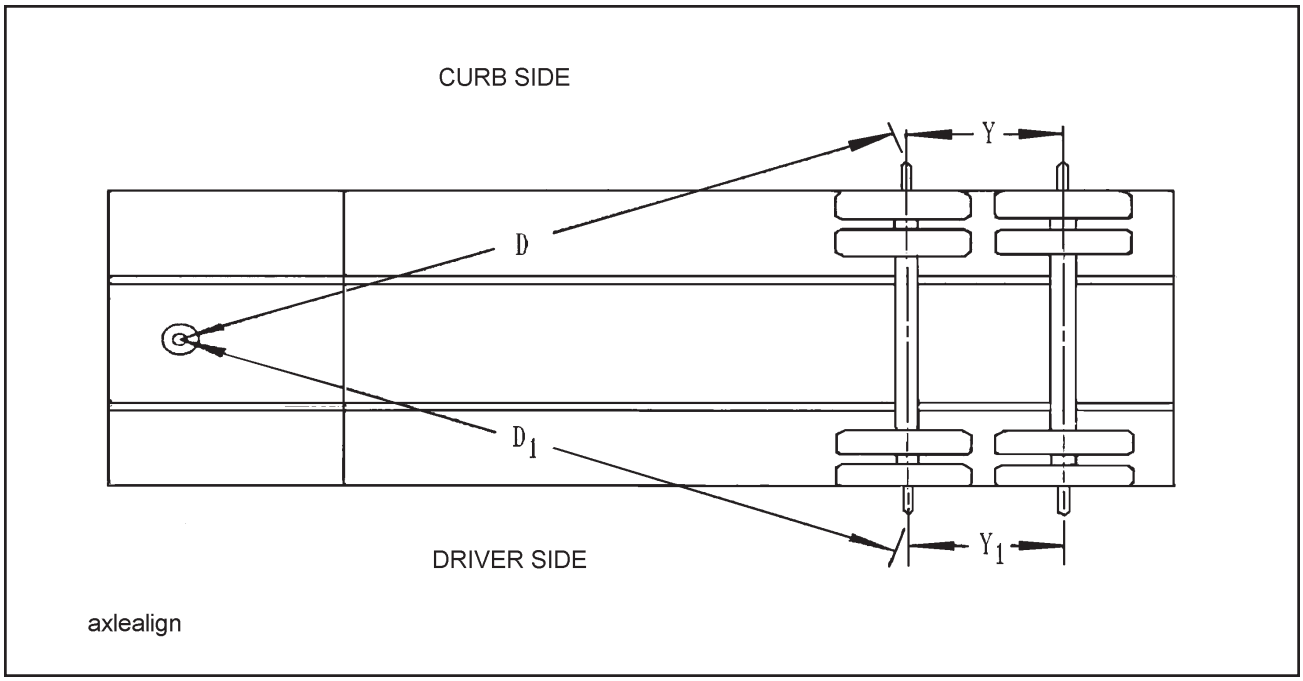

Figure 4-13 Checking Axle Alignment
4. Measure (D) from the plumb bob to the center point on one end of the axle. Record this measurement **(See Figure 4-13)**.
5. Measure (D1) to the other end of the axle in the same manner as in **Step 4.**. Record this measurement **(See Figure 4-13).**